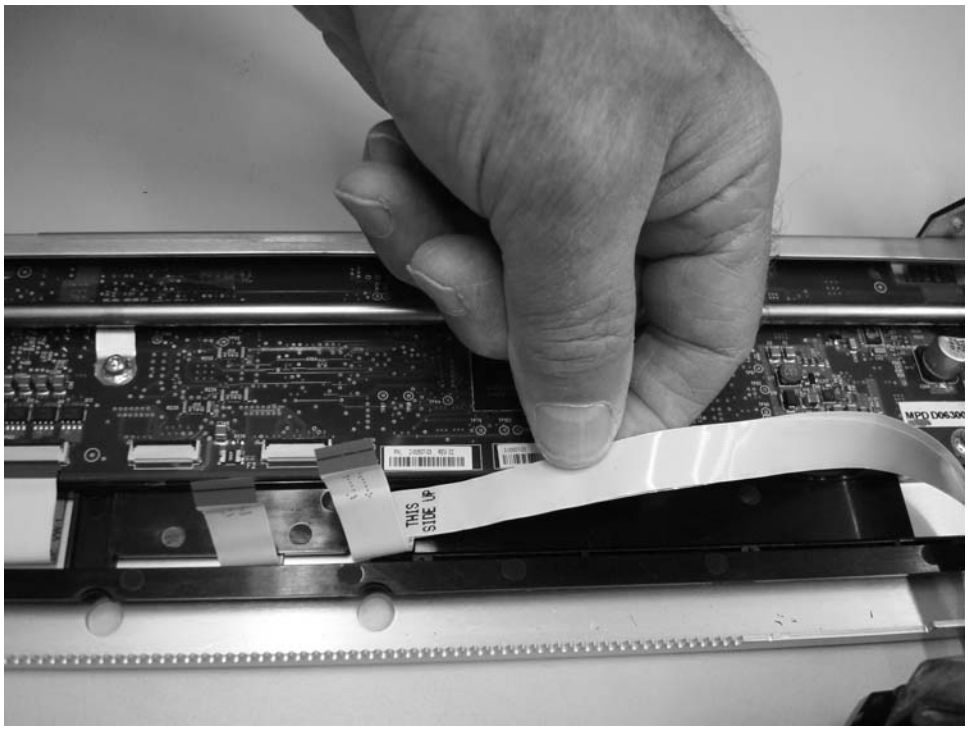

Figure 7-109. Slide cable forward
d. Slide the flex cables to the rear as in Figure 7-109.